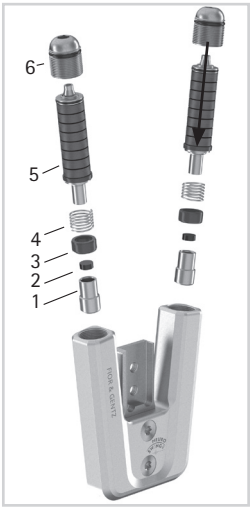

Fig. 15
1 Sett sammen anslagsdemperen (2), glidehylsen (3) og stempelet (1) (fig. 15).
6 Skru komponentgruppen for planarfleksjon inn i bakre fjærkanal inntil den berører systemfotbøylen (fig. 15). Trykkfjæren (4) skal da være fullstendig komprimert. Ikke stram fjærenhetene (5).